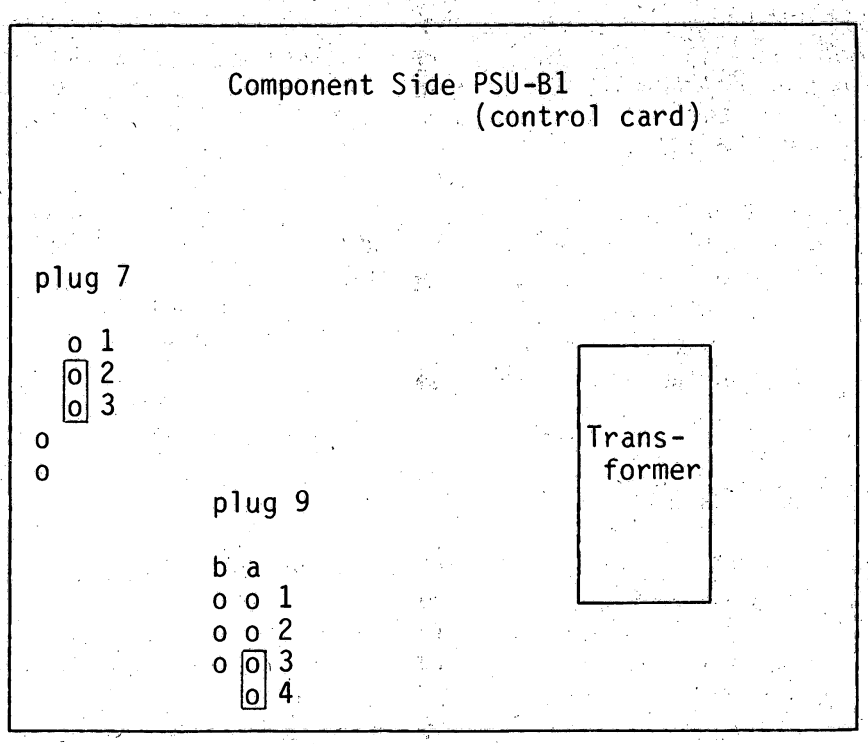

Figure 3.17a U-LINKS PSU-B1
- PSU-B module(s) - refer to figure 3.17a
- PSU-B Module(s) (fig. 3.17a) - 6 Amp (110 V and 220V)